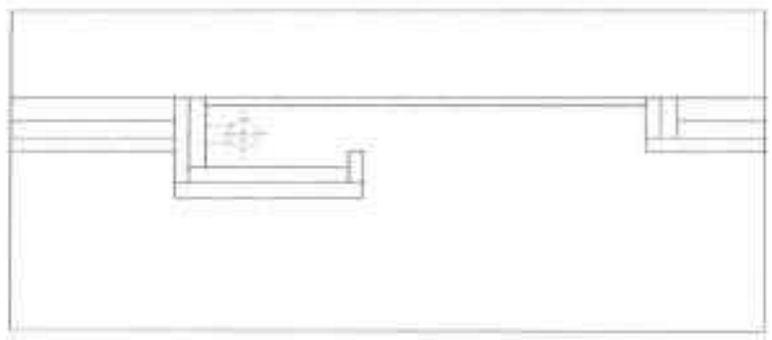

图19-128 插入图块
Step 11 执行“插入块”命令，将灯具 T5 图块插入至图形的合适位置，如图 19-128 所示。